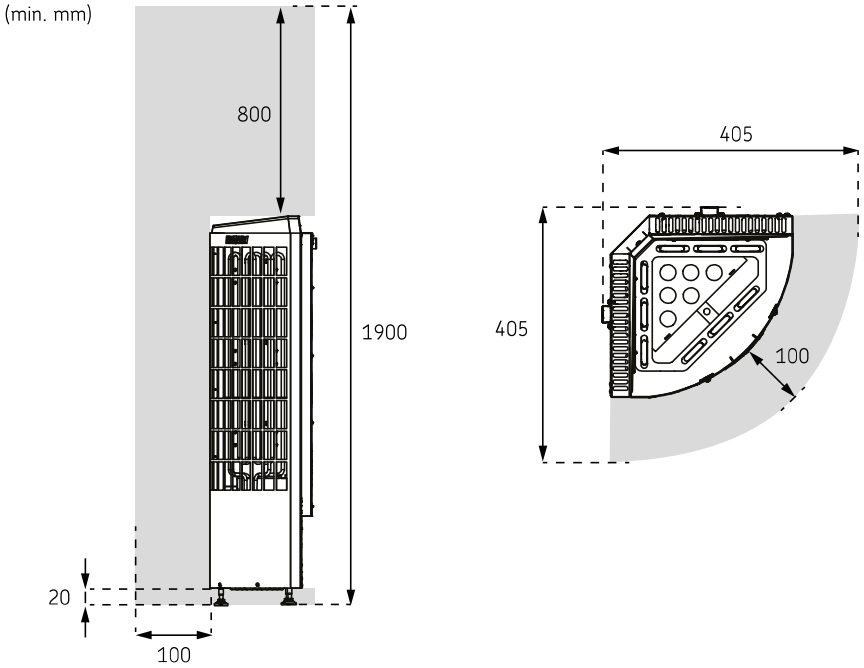

Abbildung 1. Sicherheitsabstände
- Die Mindestschutzabstände zu brennbarem Material sind in Abbildung (>>Abbildung 1. Sicherheitsabstände) dargestellt.
- Ist um den Saunaofen ein Schutzgeländer angebracht, müssen die in Abbildung (>>Abbildung 1. Sicherheitsabstände) oder der Betriebsanleitung des Saunaofens angegebenen Sicherheitsabstände eingehalten werden.